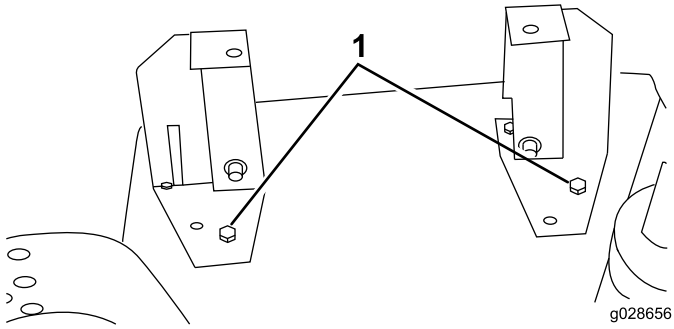

Figuur 12
4. Gebruik de beugels als sjabloon om de locatie van het derde montagegat te markeren (achterste positie links) (Figuur 12).
7. Boor een gat met een diameter van 3/8 inch voor elke beugel en bevestig met een tapbout (5/16–18 x 3/4 inch) en borgmoer (Figuur 12).